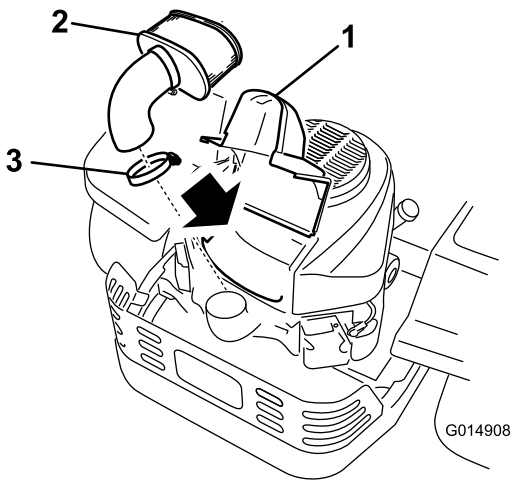

Figur 36
3. Gör rent omkring luftrenarkåpan så att inte smuts hamnar i motorn och orsakar skador. Lyft bort kåpan och ta bort slangklämmorna som fäster luftrenaren på motorn (Figur 36).
4. Lossa slangklämman och ta bort pappersinsatsen (Figur 36).